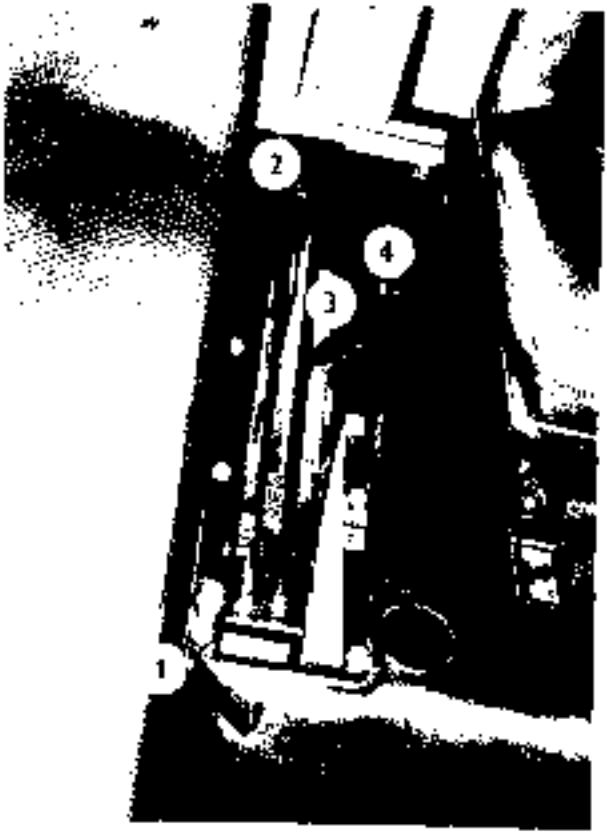

Fig. 20
7 Reaction rate lever (Fig. 20/1).
8 Hydraulic power lift outer circuit lever (Fig. 20/3).
9 Hydraulic power lift inner circuit lever (Fig. 20/2).
10. Hydraulic power lift system preselector (Fig. 20:4).
Hydraulic power lift system „ZETOMATIC" is used to control agricultural machines and implements. It consists of two circuits, each of which is controlled by a separate lever — inner circuit (Fig. 20,2) and outer circuit control lever (Fig. 20,3). The functions of inner circuit are designated by a label (Fig. 22 and 23).
1. Hydraulic power lift system preselector (Fig. 20,4) selects control type. Its three positions are designated by marks P, M, D (Fig. 22)
2. Reaction rate lever (Fig. 20,1) is intended to perform several functions